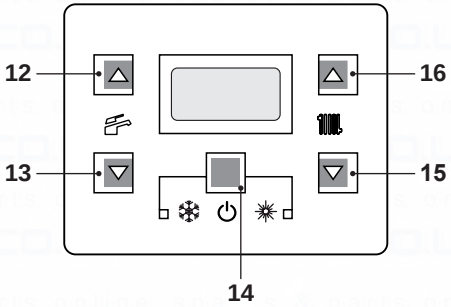
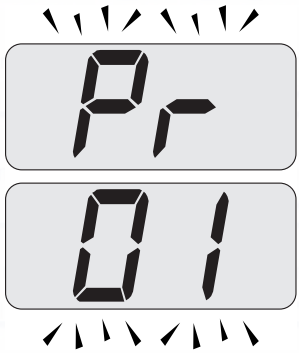
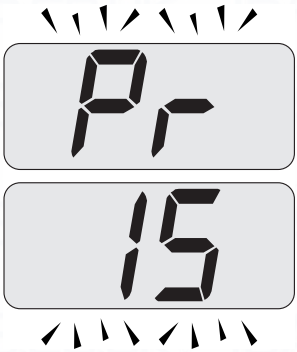

Fig. 7.20
Fig. 7.21
Fig. 7.22
- Enter in "programming mode" by pressing keys 14 - 15 - 16 (Fig. 7.20) for 10 seconds at the same time until the letters **Pr** that alternate with code 01 are displayed on the LCD display, indicating that "parameter **01**", has been activated (Fig. 7.21).
- Scroll the various parameters using keys 15 or 16 until the letters **Pr** that alternate with code **15** are displayed on the LCD display, indicating that "parameter 15" (Fig. 7.22) has been activated.
- Press keys 14 and 16 (Fig. 7.20) at the same time until the value of parameter 15 (Fig. 7.23) is displayed on the LCD display.
- By pressing key 14 (Fig. 7.20) confirmation of the inserted value is obtained.
- Press keys 14 and 15 (Fig. 7.20) at the same time to exit without changing the value (return to the parameters list Fig. 7.22).
- Press keys 14 - 15 - 16 (Fig. 7.20) at the same time for 10 seconds to exit the "programming mode".
However, if the ambient temperature is not comfortable, the flow temperature of the heating plant can be increased or reduced by ± 15°C by acting on keys 15 (reduce) and 16 (increase) (Fig. 7.20).